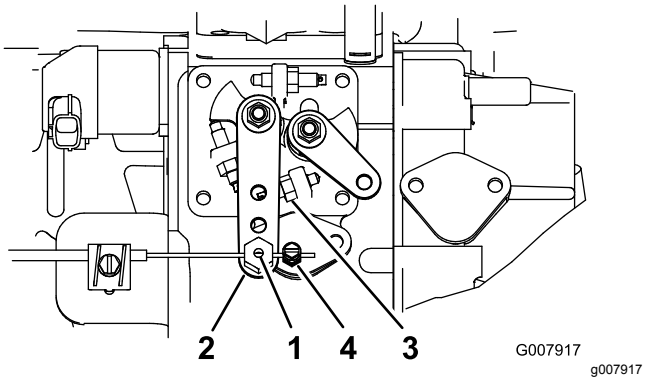

Figure 55
2. Desserrez la fixation du câble d'accélérateur, à côté du levier de la pompe d'injection (Figure 55).
3. Maintenez le bras de levier de la pompe d'injection en appui contre la butée de régime de ralenti accéléré (Figure 55).